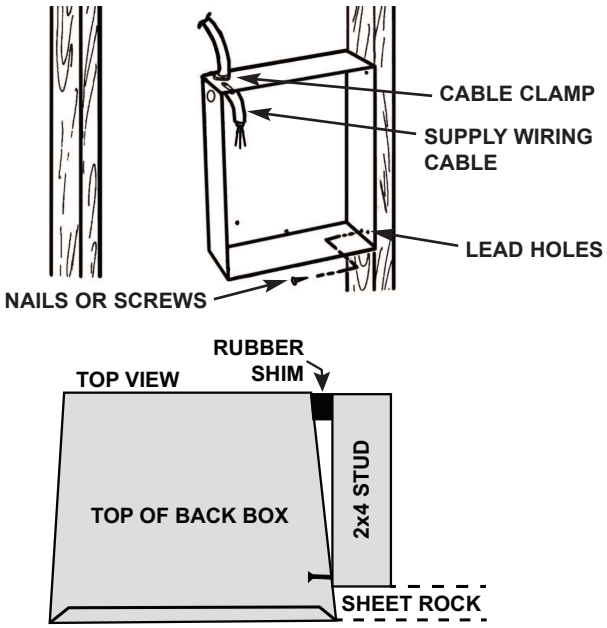

Figure 1
3. Power supply may enter back-box through any knockout provided (see Figure 1).
2. To allow box to fit squarely against wall stud, us the shim provided with the heater as shown in Figure 1.
4. Position back-box against side with studs and secure with nails or screws as shown in Figure 1.
NOTE: The back-box must be installed to a wall stud and secured using nails or screws as shown in Figure 1.
1. The edge of the back-box must be installed flush with the finished surface. If desired, a shim is provided with heater to allow back-box to fit squarely against wall stud. (See Figure 1).